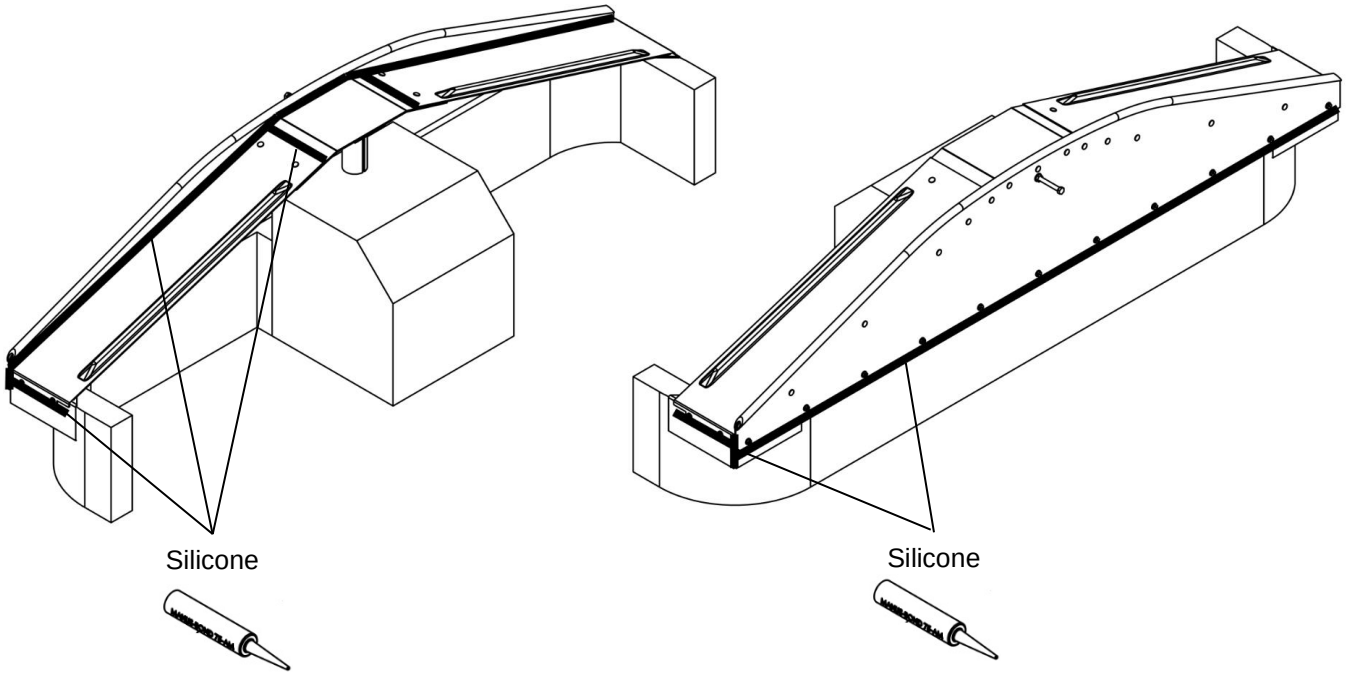

Figure 7
7. **Figure 7.** Apply silicone on all joints of the cap.